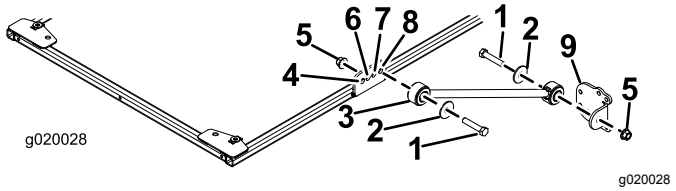

Figura 20
- Per i modelli 03820, 03821, 30604, 30605, 30608 e 30609, su ciascun lato del telaio del parasole montate, senza serrarlo, un supporto di ancoraggio sul foro **posteriore** della staffa di ancoraggio con un bullone (½" x 2½"), una rondella (½") e un dado flangiato (½"), come illustrato nella Figura 20.
8. Montate, senza serrarla, una staffa di ancoraggio su ciascun supporto di ancoraggio con un bullone (½" x 2½"), una rondella (½") e un dado flangiato (½"), come illustrato nella Figura 20.